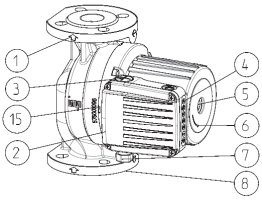
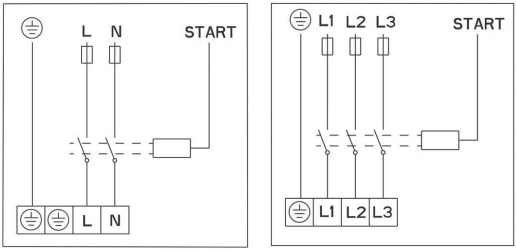

fig. 1
fig. 3
- la pompa va montata direttamente nelle tubature mantenendo orizzontale l'asse della pompa 1-1 (fig. 3).
- la direzione del flusso dell'acqua attraverso la pompa deve coincidere con la direzione della freccia sul telaio della pompa (fig. 1-POS.1).
- le flange di montaggio sono PN 6/10 (fig. 1 – POS. 8)
- GHN (basic auto), GHNM (basic, auto) – le pompe dispongono di un telaio idraulico semplice (fig. 1 – POS. 8)
Il conduttore di allacciamento viene collegato tramite il raccordo M20 (fig. 1 - POS. 7).
Il collegamento elettrico va effettuato secondo lo schema di collegamento (fig. 3) riportato sulla parte inferiore del coperchio del motore. Prima del eseguire il collegamento bisogna svitare il coperchio superiore (fig. 1 - POS. 2)
Nelle pompe di tipo GHN (basic, auto), GHND (basic, auto), GHNM (basic, auto), GHNMD (basic, auto) il rotore è immerso nell'acqua è posto su particolari cuscinetti lubrificati con l'acqua e perciò prima dell'avviamento bisogna riempire la pompa con l'acqua ed eliminare l'aria. L'aria va eliminata dalle pompe svitando la vite sul lato posteriore dell'elettromotore (fig. 1 - POS. 5) che determina l'uscita dell'aria attraverso la fessura tra l'albero del motore ed il cuscinetto. Quando comincia a uscire l'acqua bisogna chiudere le valvole dal lato dell'aspirazione e quello della pressione della pompa e avviare la pompa. Se l'albero gira nella direzione sbagliata comincerà a lampeggiare l'indicatore rosso.
Ogni pompa è capace di coprire l'area di tre caratteristiche idrauliche. Ciò viene reso possibile grazie al montaggio di un elettromotore dotato di tre differenti velocità. Per ottenere le caratteristiche prescelte ovvero le velocità, ① ② ③ la pompa dispone di un tasto da premere ⑤ (fig. 1-POS.4) con il quale si commutano le velocità.
Spegnere la pompa, chiudere le valvole sulla parte di pressione e di aspirazione della pompa, svitare la vite di sfiato con il cacciavite (fig. 1-POS.5) che va immesso nell'intaccatura sull'albero. Questo va girato fino a che non svanisce la forza di attrito. Stringere quindi la vite di sfiato.